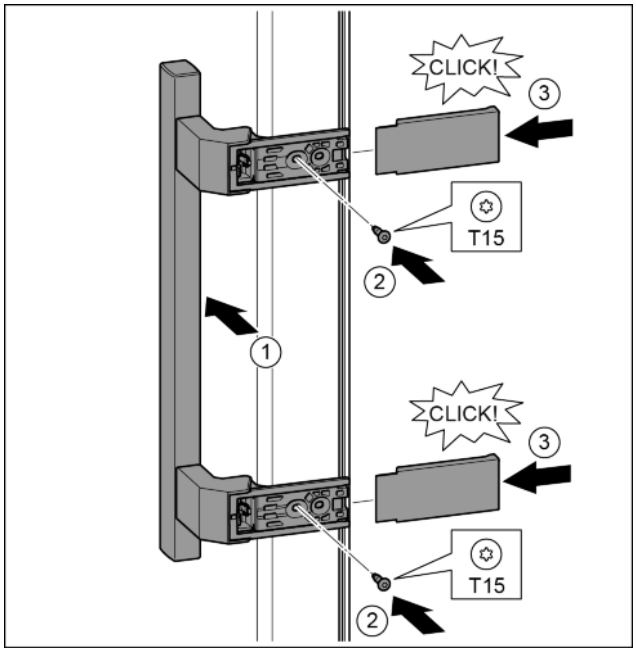

Fig. 21
▶ Position the handle on the other side. *Fig. 21 (1)*
▶ Tighten the screws with the T15 screwdriver. *Fig. 21 (2)*
▶ Position the covers on the side and push in. *Fig. 21 (3)*